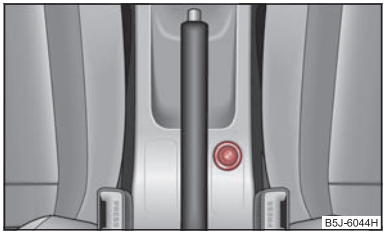

Fig. 77 Consola central: Encendedor
– Pulse el botón del encendedor ⇒ fig. 77.